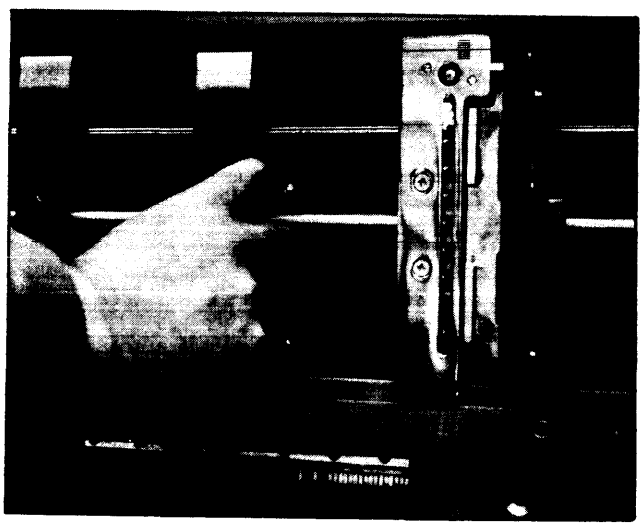

Figure C-22
7. Position right-hand tractor in approximately correct position for paper width, and position center guides evenly between tractors. For narrow paper it may be necessary to pull off one of these guides (Figure C-22).